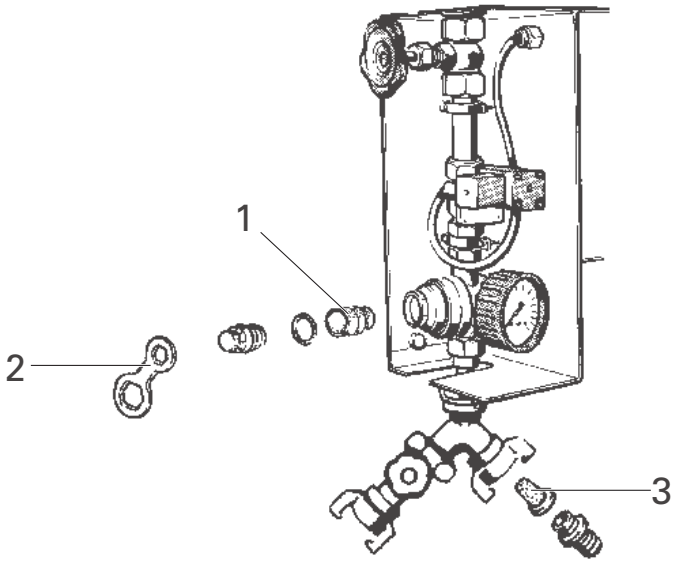

Figure 19: Cleaning filters
The screen filters in the water fittings must be cleaned every 4–6 weeks. The filters are in the water inlet (Figure 19, 3) and the pressure restrictor (Figure 19, 1).
- Remove filters with special spanner (Figure 19, 2),